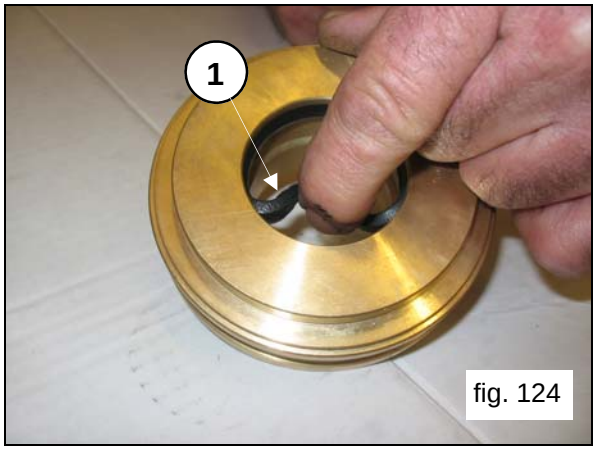

fig. 124
Insert the low pressure packings in the packing support (pos.①, fig.124), being careful that the sealing lips are facing frontwards (towards the head).